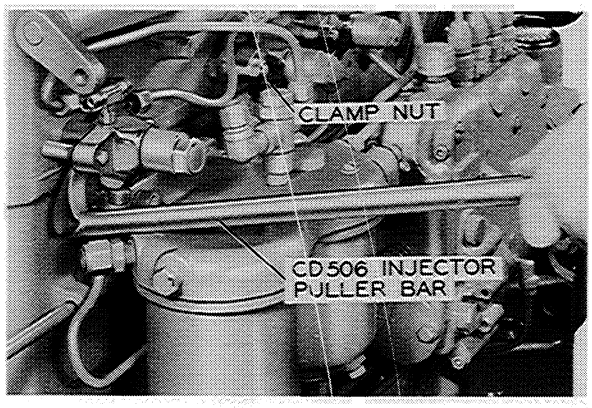

Figure I-10. Removing Injector
3. Remove the two injector clamp nuts, Figure I-10.
4. Use the CD 506 Injector Puller Bar to remove the injector from the cylinder head, as shown in Figure I-10. Occasionally it may be necessary to use two bars if the injector sticks in the head.